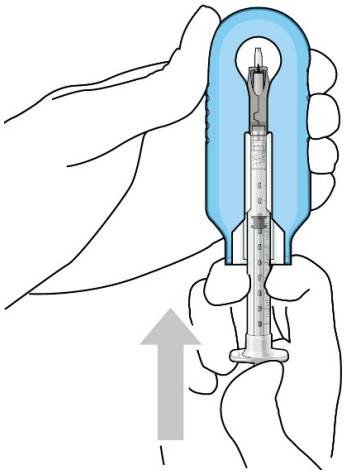

Figure 9: Administer ranibizumab into the implant
- Under the microscope, **slowly** administer SUSVIMO (ranibizumab injection) into the ocular implant by slightly tilting the carrier upwards (see Figure 9).